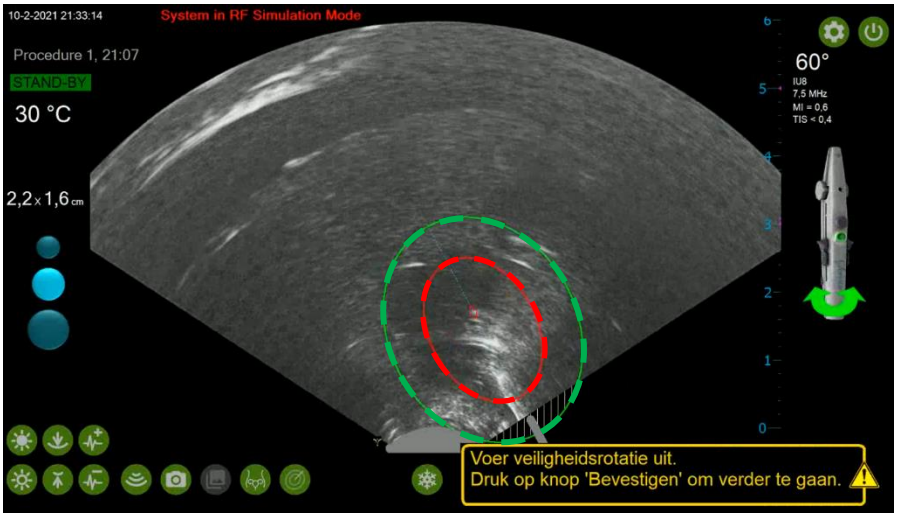

Afbeelding 4-21. Voorbeeld van uitgelijnde SMART Guide en thermische veiligheidsgrens (buitenste groene ellips) binnen de marge van de tunica serosa.
- Roteer het Sonata-behandelinstrument in beide richtingen om te verifiëren dat de marge van de tunica serosa niet in alle aanliggende visuele vlakken door de thermische veiligheidsgrens (buitenste groene ellips) wordt gepasseerd; zie afbeelding 4-21.